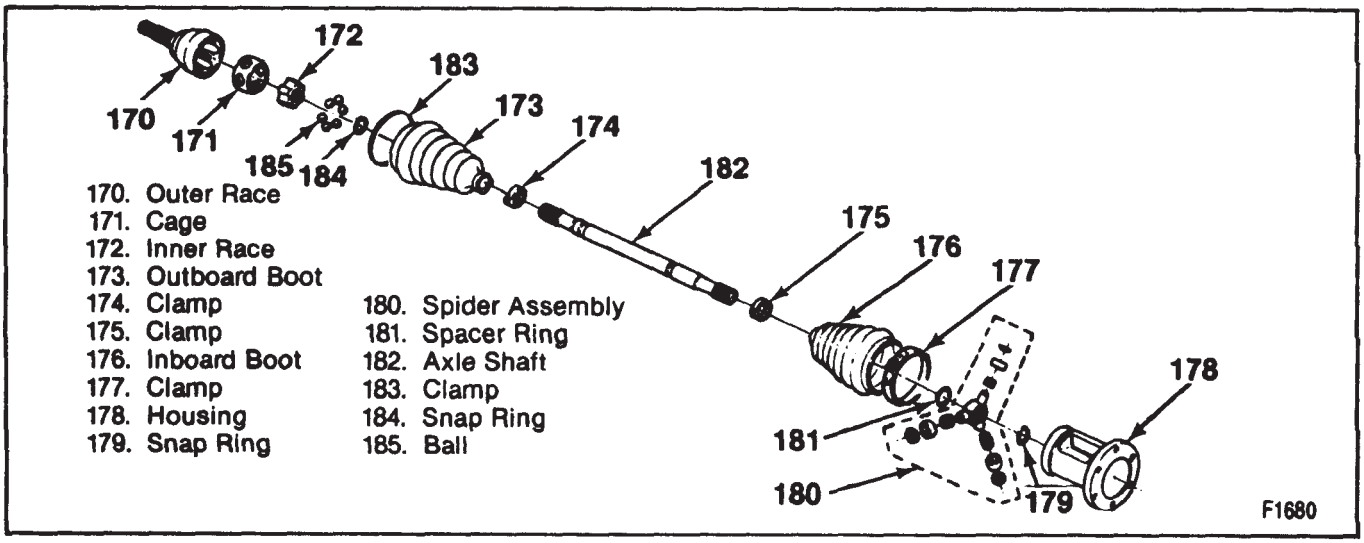

Figure 33—Drive Axle (Halfshaft) Components
Disassemble (Figures 33 through 40)
- The shaft. If rust is present in the seal mounting area (grooves), wire brush this area (figure 33).
Assemble (Figures 33 through 41)